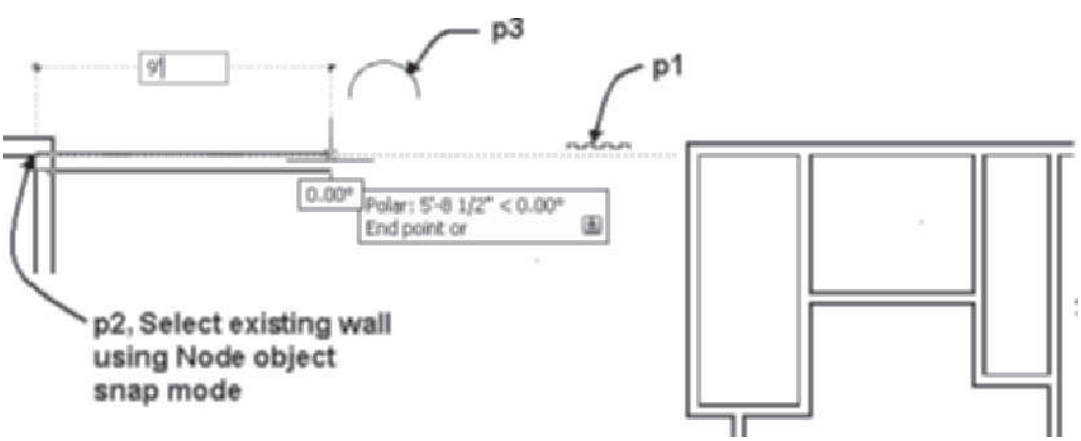

FIGURE 3.84 *Selection of polyline and wall start point*
3. Select the View tab. Select the entities at p1, p3, and the vertical wall at p2 as shown in Figure 3.84. Select **Zoom Object** from the Zoom flyout menu of the **Navigation bar**.
5. To create a wall modifier style, select the vertical wall at p2 as shown in Figure 3.84 to display the Wall tab. Choose the Edit Wall Modifier Style from the Plan Modifier flyout to open the Style Manager.
8. Select **Bar_pilaster** in the left pane, right-click, and select **Set From** from the shortcut menu. Select the polyline at **p1** as shown in Figure 3.84. Click **OK** to close the Style Manager.
9. Select an interior wall and choose Add Selected from the General panel of the Wall tab. Edit the Properties palette Base Height = 42" [1060]. Respond to the following workspace prompts to add the wall shown in Figure 3.84.
Start point or: *(Select the* **Node** *point of the existing wall at* ***p2*** *shown in Figure 3.84.) (Move the cursor to the right with a polar angle of 0°.)*
19. Select the polyline shown at p1 in Figure 3.84, right-click, and choose Basic Modify Tools > Delete.